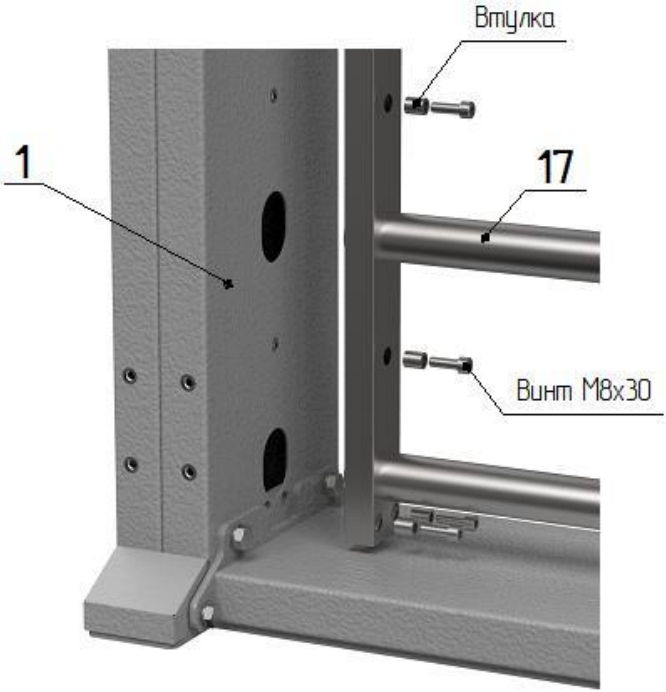

Рис. 3
– приставьте к внутренней плоскости стойки прохода **1** гребенку **17** (рис.3) с опорой на фланец напольной плиты **7** и прикрутите винтами М8х30 через дистанционные втулки.